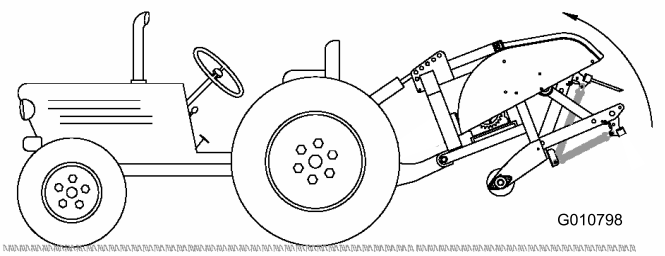

**Rysunek 12**
2. Unieś całkowicie aerator i wsuń do końca siłownik hydraulicznego łącznika górnego lub łącznik górny (Rysunek 12).